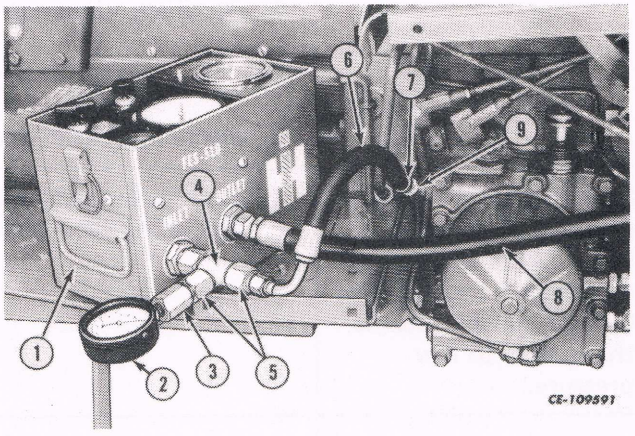

Fig. 55
1. Hook up the Flo-rater PLT-863 (1) as shown in Fig. 55. Connect the inlet line of the flo-rater to the oil cooler outlet port (9, Fig. 55) in the MCV.Connect the outlet line of the flo-rater to the rear frame filler hole.
3. With the restrictor valve of the Flo-rater (1) fully opened, operate the engine at 1000 rpm. Restrict the Flo-rater until a 414 kPa (60 psi) reading is obtained on the PLT-860-4 gauge (2) which is teed to the inlet. Flow through the Flo-rater must not drop below 7.571 l (2 gpm). See Fig. 55.